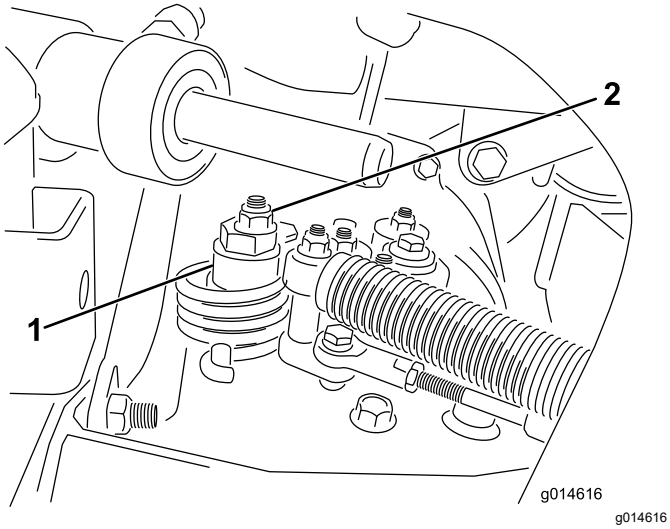

Figura 43
A. Allentate il dado che fissa l'eccentrico alla parte superiore dell'igrostato (Figura 43).
C. Fate girare l'eccentrico finché non riscontrate movimenti in alcuna direzione. Quando la ruota cessa di girare, serrate il dado di bloccaggio dell'eccentrico per mantenere la messa a punto (Figura 43). Verificate la regolazione portando l'acceleratore in posizione di MINIMA e MASSIMA.